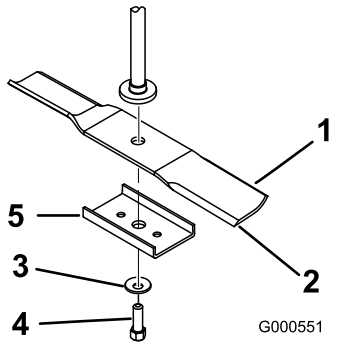

Figuur 54
2. Verwijder de mesbout, de klemring, de mesversteviger en het mes van de mesas (Figuur 54).
1. Monteer het mes op de as (Figuur 54).
2. Monteer de mesversteviger, de klemring (holle kant naar het mes toe) en de mesbout (Figuur 54).